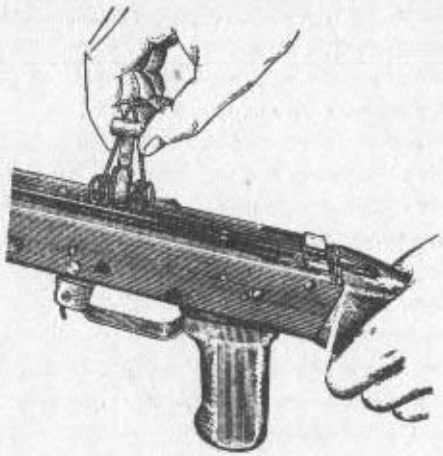

Bild 33 Herausnehmen des Schlagstückes aus dem Gehäuse
- Das Schlagstück abnehmen. Mit dem Schraubendreher auf das lange Ende der Sperrhebelfeder drücken, das Federende aus der Ringnut der Schlagstückachse herausnehmen und die Schlagstückachse mit dem Dorn nach links schieben. Mit der rechten Hand das Schlagstück halten und mit der linken Hand die Schlagstückachse herausziehen. Das Schlagstück so drehen, daß der linke Zapfen zum Patronenlager zeigt, und das Schlagstück aus dem Gehäuse herausheben (Bild 33). Die Schlagfeder vom Schlagstück abnehmen.